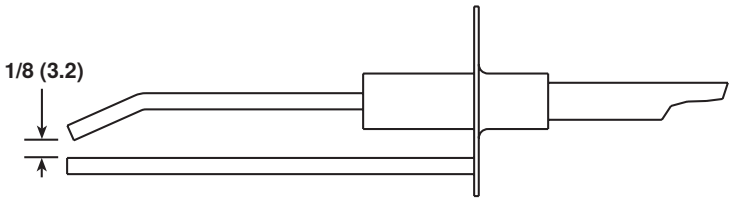

**Figure 31. Écartement des pointes de l'allumeur**
- Pour l'allumeur (voir **Figure 26** pour l'emplacement), débranchez le fil et retirez la vis et l'allumeur. Nettoyez l'ensemble de l'allumeur avec une toile d'émeri avant de la réinstaller. L'écart d'allumage (voir **Figure 31**) doit être maintenu à 1/8 pouce.